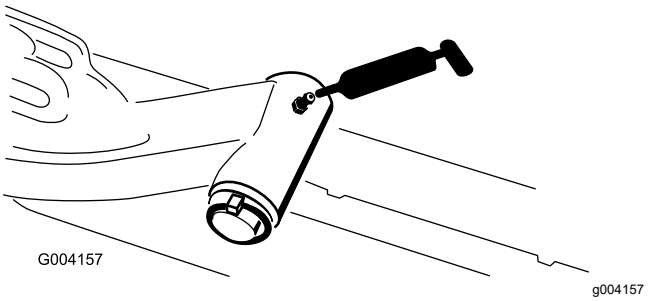

**Figuur 76**
- Draaias van hefarm (1) (Figuur 76)